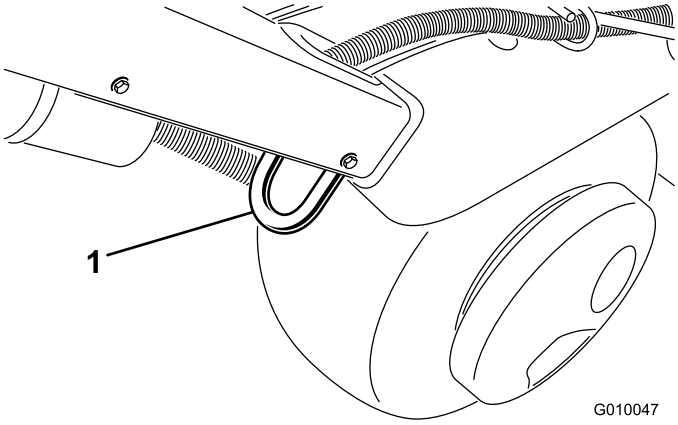
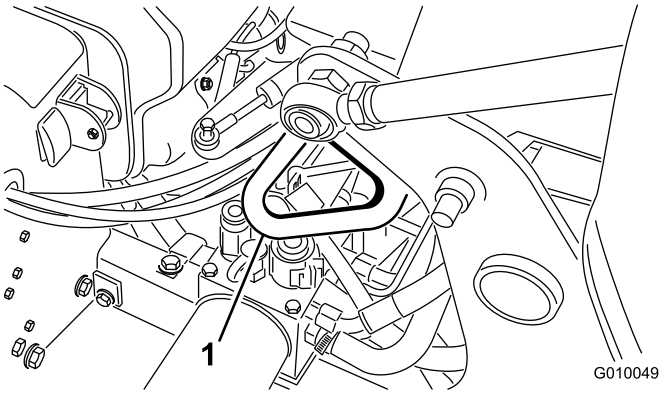

**Rysunek 32**
**Rysunek 34**
3. Zamocuj aerator za przewidziane mocowania (Rysunek 32 do Rysunek 34) do przyczepy lub ciężarówki za pomocą pasów, łańcuchów, przewodu lub lin.